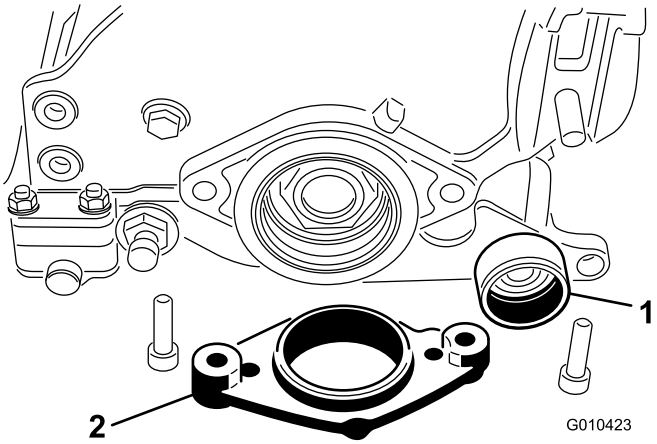

Figur 9
6. Stryk på ett lager fett på höger sidoplåts lagerblockstätning och på trimsatsaxelns ände (Figur 9).
7. Skjut in den andra änden av trimsatsaxeln i höger sidoplåts lagerblockstätning (Figur 9).
8. Placera motorfästet på sidoplåten (Figur 9).
9. Fäst motorfästet och sidoplåten på klippenhetens högra ände med de två bultarna och muttrarna som togs bort tidigare (Figur 9).